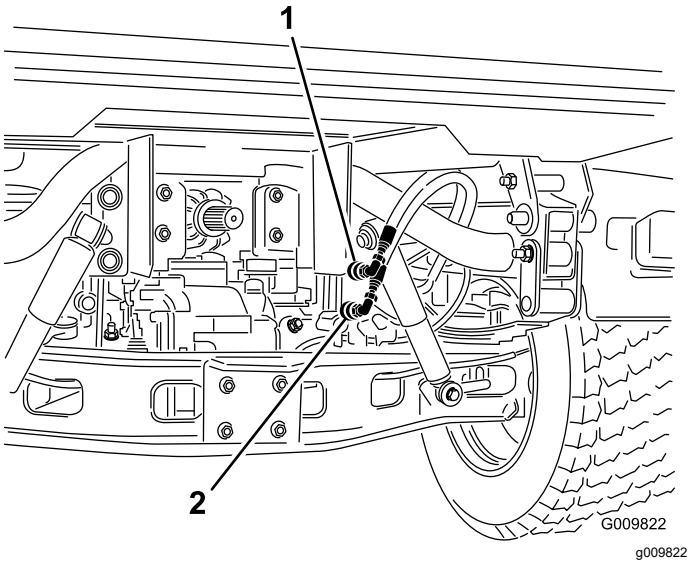

Figuur 73
2. Maak de 2 slangen met snelkoppelingen op beide machines los van de slangen die zijn bevestigd aan de beugel van de koppeling (Figuur 73).